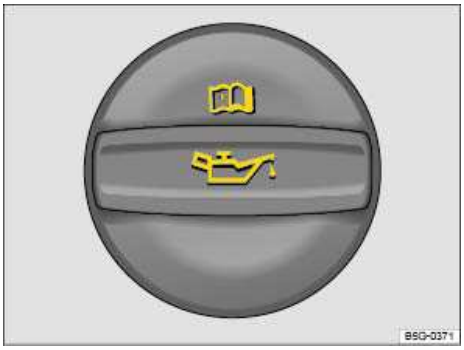

Fig. 150 In the engine compartment: Engine oil filler cap.
4. Find the oil filler opening and the dipstick. You can identify these by the symbol on the engine oil filler cap ⇒ fig. 150 and the colored handle on the dipstick. If you are not sure where the cap and the dipstick are located, see your authorized Volkswagen dealer or authorized Volkswagen Service Facility for assistance.
9. Remove the cap on the engine oil filler opening ⇒ fig. 150.